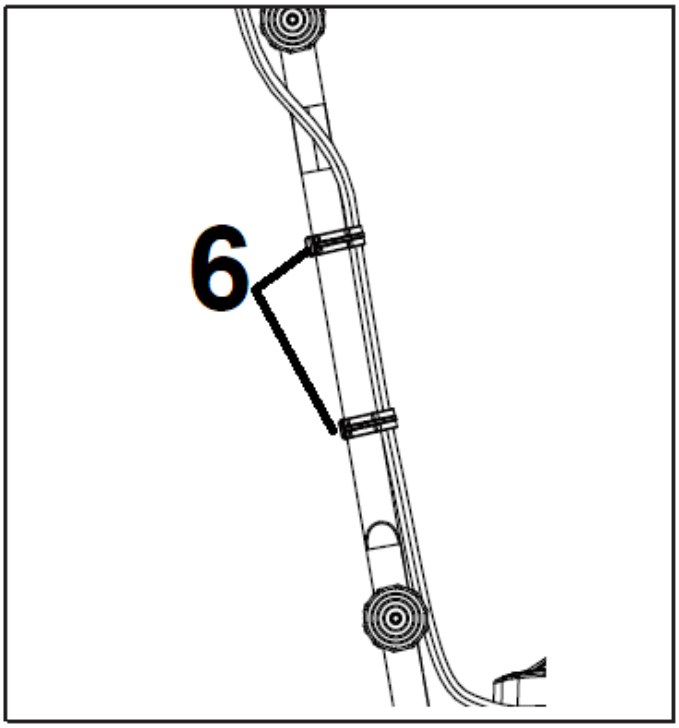

Rys. 7
3. Użyj 2 dostarczonych zacisków na przewód (Rys. 7, poz. 6), aby zabezpieczyć przewód wyłącznika na uchwycie środkowym (Rys. 7, poz. 6).